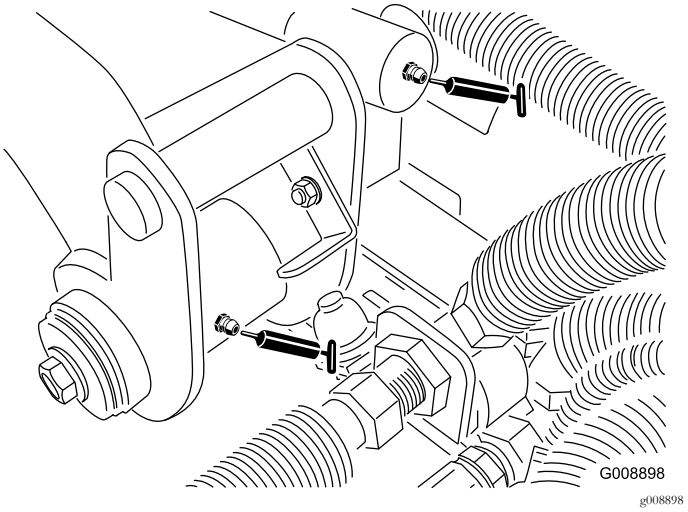

Figur 54
- Bakre løftearmstapp og løftesylindere (2) (Figur 54)